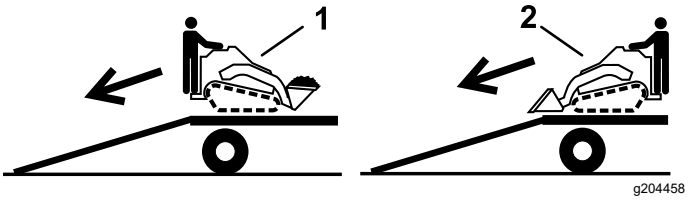

Рисунок 30
2. При выгрузке машины с прицепа по наклонному въезду более тяжелая часть машины должна быть обращена вверх, при этом грузы должны быть опущенными (Рисунок 30).